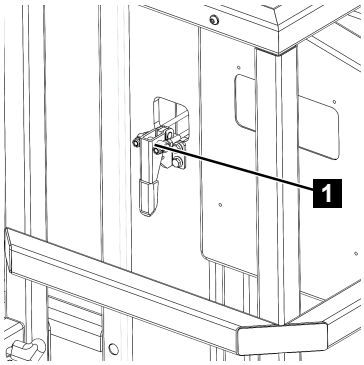

Fig. 126
5. Press the clamping element (Fig.126/1) downwards.